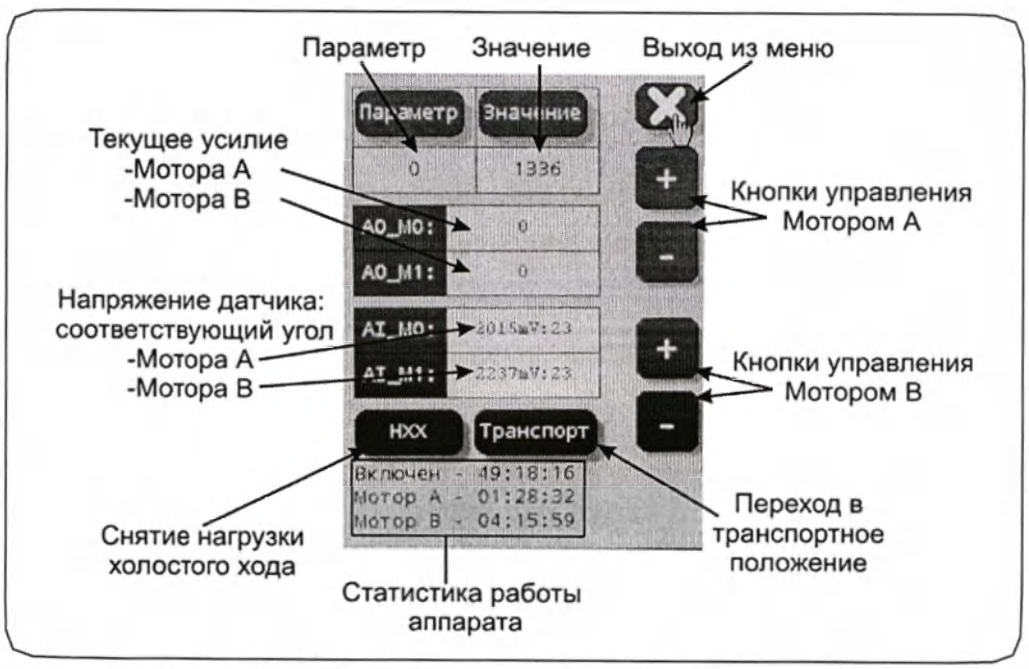

Рисунок 7.7 – Дисплей режима настройки системы
7.5 Дисплей режима настройки системы (меню установок и настройки Аппарата) (см. рис. 7.7):